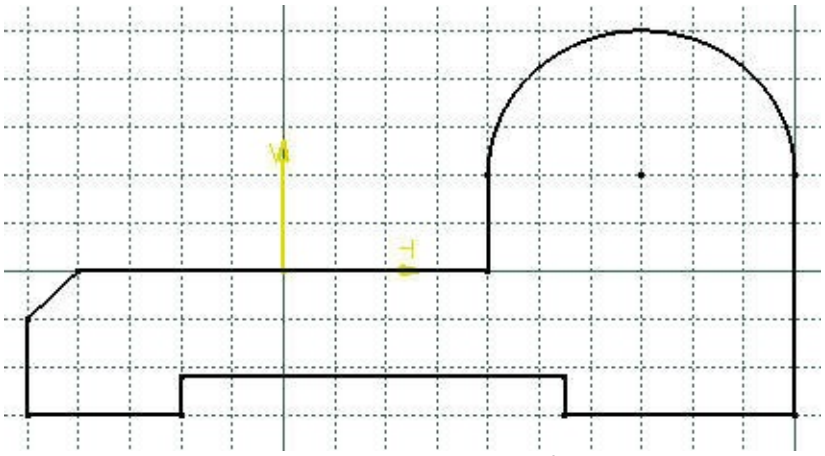

Figure 2-60 *The completed outer loop of the sketch*
b. Draw the sketch of the model using the **Line**, **Arc**, and **Circle** tools, refer to Figures 2-60 and 2-61.
22. Choose the **Fit All In** button from the **View** toolbar to fit the current sketch into the screen. The completed outer loop of the sketch is shown in Figure 2-60. Note that in this figure, the display of constraints and dimensions is turned off using the **Hide/Show** tool for clarity.